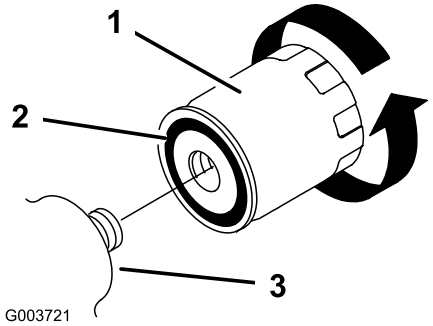

Figura 30
5. Retire el filtro usado (Figura 30) y limpie con un paño la superficie de la junta del adaptador del filtro.
6. Aplique una capa fina de aceite hidráulico a la junta de goma del filtro nuevo (Figura 30).
7. Instale el filtro hidráulico nuevo en el adaptador del filtro (Figura 30). Apriete el filtro en el sentido de las agujas del reloj hasta que la junta de goma entre en contacto con el adaptador del filtro, luego apriete el filtro 1/2 de vuelta más.